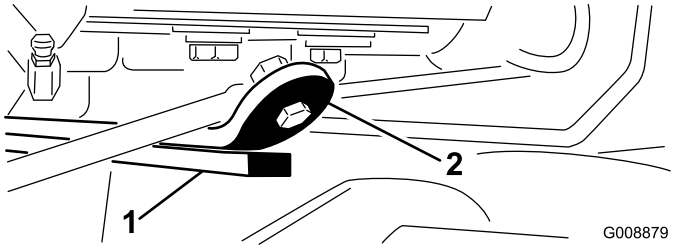

Figur 13
3. Start motoren, løft klippeenhederne, og kontroller, at afstanden mellem slidbåndet oven på slidstangen på den bageste klippeenhed og kofangerbåndet er 0,51-2,54 mm (Figur 13).